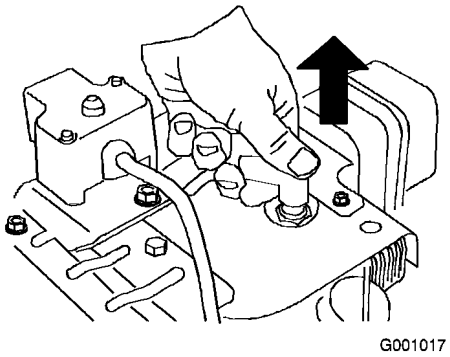

Figura 34
3. Staccate il cappellotto dalla candela (Figura 34).